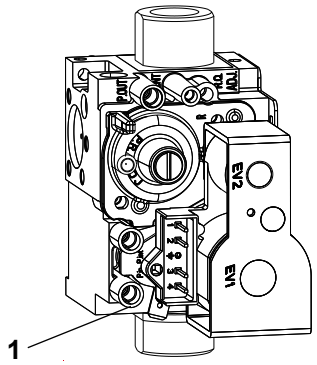

Abb. 6.1 Messnippel Gasdruck
► Verschlussschraube am Messnippel **(1)** (Abb. 6.1) lockern und Gaszuleitung entlüften.